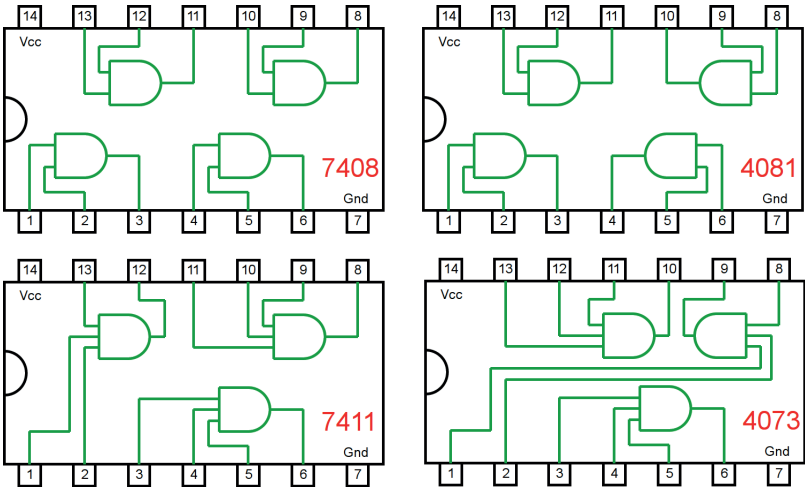

Figura 4.14 – Circuitos integrados TTL e CMOS.
a) Coloque os circuitos integrados (TTL e/ou CMOS da figura 4.14) nas posições indicadas.
d) Conecte os fios verdes. Os fios verdes estão conectados ao terra e portanto fornecendo valor lógico (0) às entradas de todas as portas do CI.